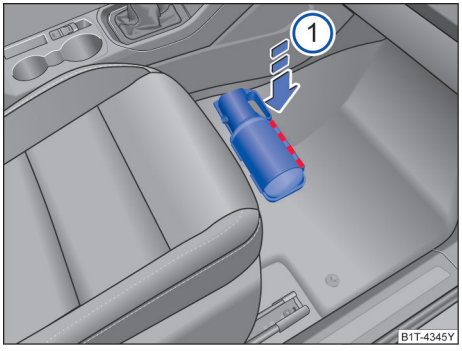

图 189 灭火器支架
– 按箭头方向施力按下盖板边缘（图中红色虚线区域）→ 图 189①，松开①处卡孔对卡扣的紧固。
– 按箭头方向施力按下盖板边缘，盖板会自然卡紧关闭→ 图 189。